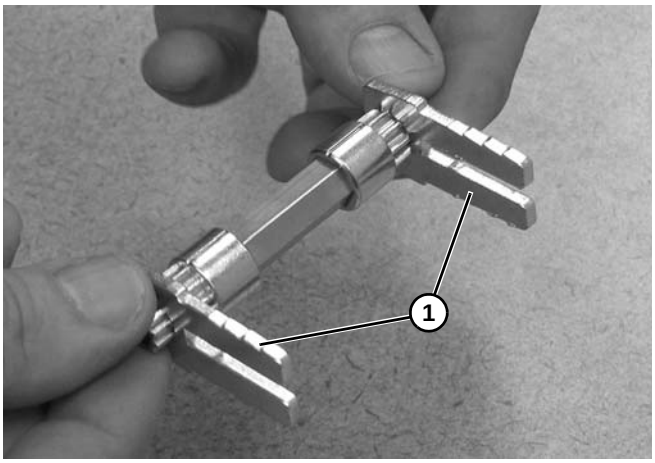

Abbildung 101
6. Auf Halteplatten **(Abbildung 101, Teil 1)** schieben.